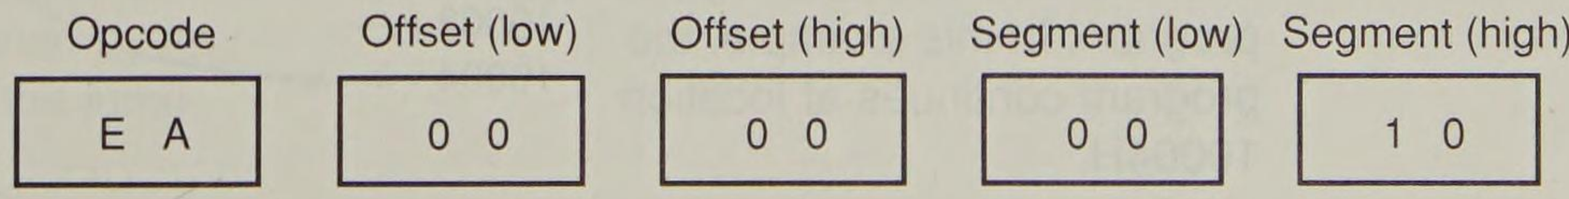

**FIGURE 3–14** The 5-byte machine language version of a JMP to memory location 10000H instruction.
to the instruction pointer (IP)." For example, if a JMP instruction skips the next two bytes of memory, the address in relation to the instruction pointer is a 2 that adds to the instruction pointer. This develops the address of the next program instruction. An example of the relative JMP instruction is shown in Figure 3–15. Notice that the JMP instruction is a one-byte instruction with a one-byte or two-byte displacement that adds to the instruction pointer. A one-byte displacement is used in *short* jumps and a two-byte displacement is used with *near* jumps and calls. Both types are considered intrasegment jumps. (An *intrasegment* jump is a jump anywhere within the current code segment.) In the 80386/80486/Pentium microprocessor the displacement can also be a 32-bit value allowing them to use relative addressing to any location within its up-to-4G byte code segment.